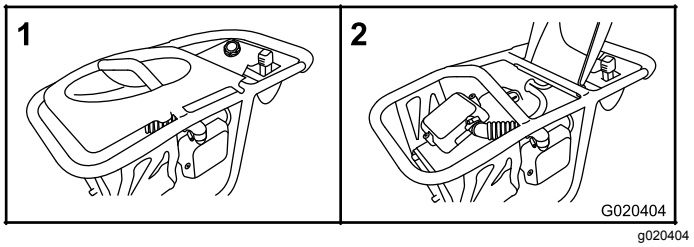

Figure 13
1. Ouvrez le couvercle de la machine (Figure 13).